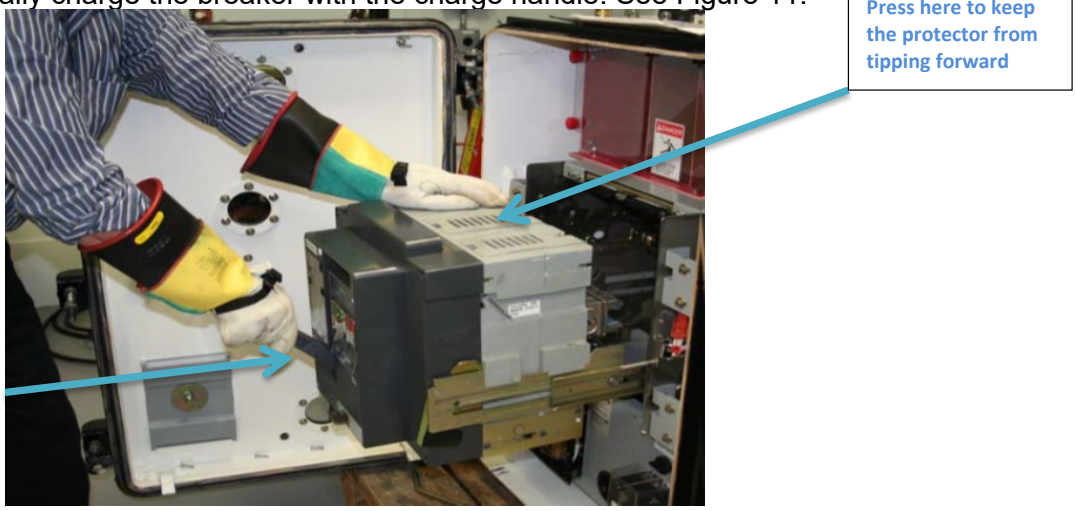

Figure 11 – Charging the Breaker
11. Manually charge the breaker with the charge handle. See Figure 11.
1. Use a Multi-meter to check for voltage on the stud positions labeled: See Figure 11.
- N1, N2, N3 (See Figure 11.)
- T1, T2, T3 (See Figure 11.)